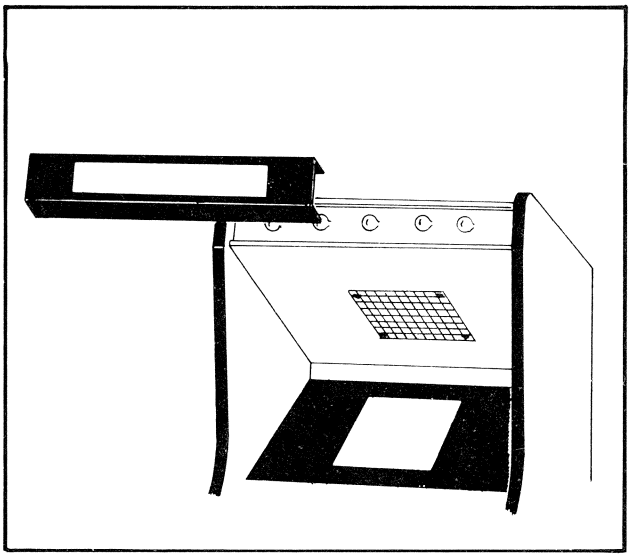

**Figure 23 Removing attraction panel — Mini game**
2. **MINI MODEL:** See Figure 23.